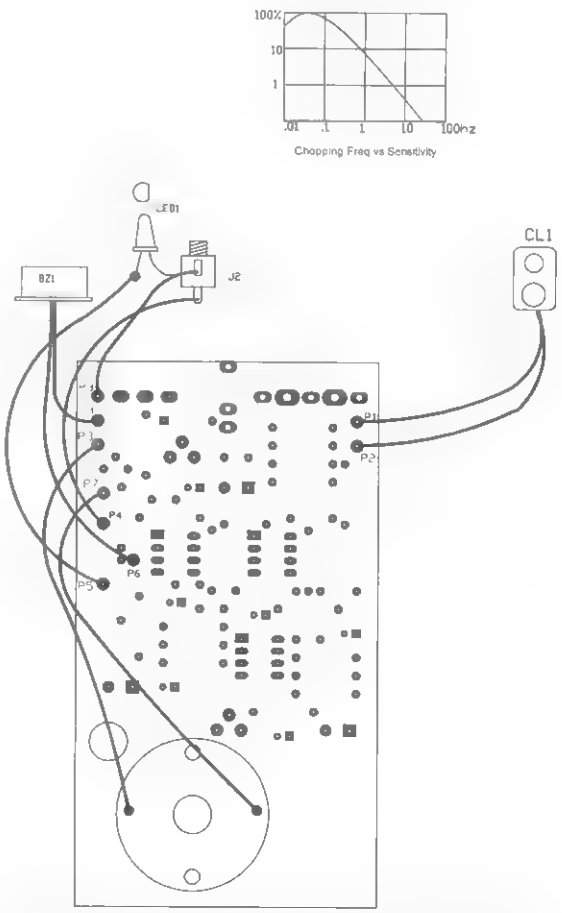

Figure 37-5 *Final wiring to external components*
11. Connect the BZ1 buzzer using its leads, as shown in Figure 37-5.